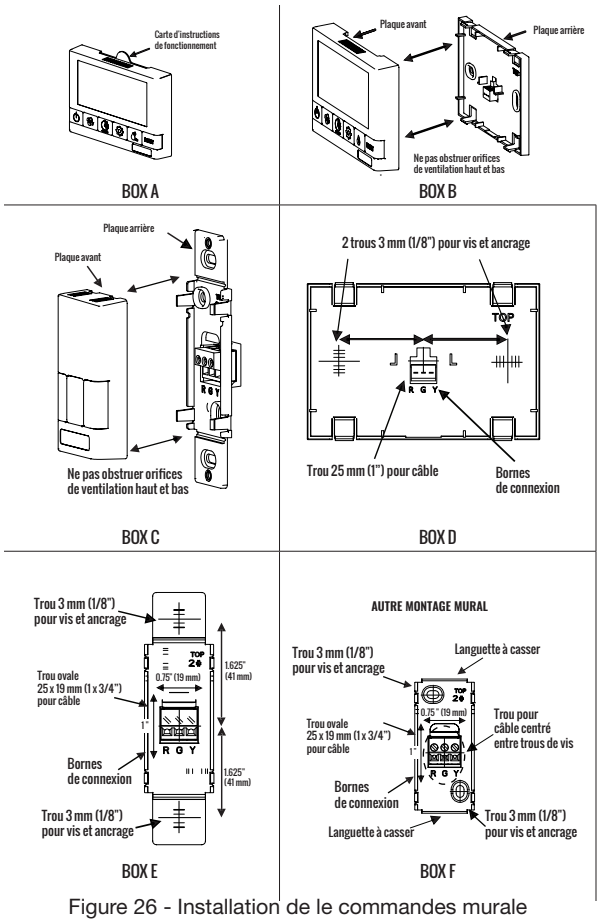

Figure 26 - Installation de le commandes murale
1. Pour la commande DXPL03 Deluxe, retirez la carte d'instructions du dessus de la commande (fig. 26, case A).
2. Séparez la plaque avant de la plaque arrière en la tirant fermement (fig. 26, cases B ou C). Veillez à ne pas endommager les broches de contact de la plaque avant.
3. Pour la commande DXPL03 Deluxe, placez la plaque arrière de la commande à l'endroit voulu sur le mur et marquez au crayon les trous de vis à droite et à gauche (fig. 26, case D).
4. Pour les commandes de base BC02, BC03 ou BC04, placez la plaque arrière de la commande à l'endroit voulu sur le mur et marquez au crayon les trous de vis en haut et en bas (fig. 26, cases E ou F). Pour monter la commande sans plaque décorative, cassez les languettes supérieures et inférieures et reportez-vous à la fig. 26, case F, pour le montage.
5. Retirez la plaque arrière du mur et marquez le trou central pour les fils entre les trous de vis (fig. 26, cases D, E ou F pour les dimensions).
6. Percez 2 trous de 3 mm (1/8 po) pour les vis et les ancrages muraux (fig. 26, cases D, E ou F). Pour la DXPL03 Deluxe, percez un trou de 25 mm (1 po) au centre (fig. 26, case D). Pour les BC02, BC03 et BC04, percez un trou ovale de 19 x 25 mm (3/4 x 1 po) au centre (fig. 26, cases E ou F).
8. Connectez le rouge, le vert et le jaune aux bornes de la plaque arrière (fig. 26, cases D, E ou F).
10. Fixez la plaque frontale à la plaque arrière (fig. 26, cases B ou C). REMARQUE : veillez à aligner correctement la plaque frontale pour éviter d'endommager les broches de contact de la plaque frontale.
11. Pour la DXPL03 Deluxe, replacez la carte d'instructions dans la commande (fig. 26, case A).